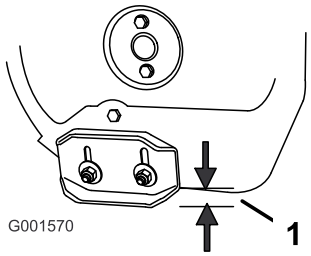

Figur 34
2. Løsn de møtrikker, der fastgør begge glidere til sneglens sider, indtil gliderne let kan glide op og ned (Figur 34).